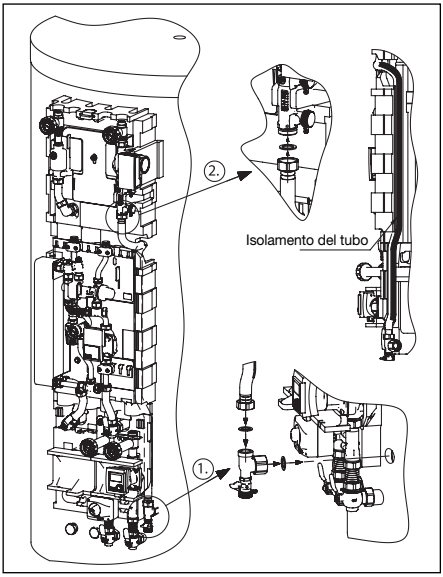

Fig. 20 Montaggio tubo ondulato in metallo per ritorno Gruppo solare
– Avvitare la valvola a sfera G 1 al serbatoio (Fig. 20 Punto1) e collegare al ritorno del gruppo solare (Punto 1) mediante il tubo corrugato piegato in metallo G1, Lunghezza L = 1150 mm (Punto 2).